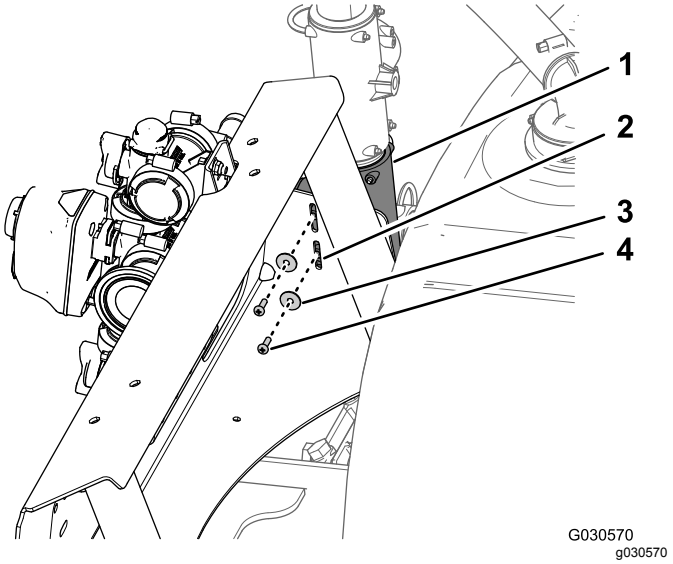

Figur 101
4. På venstre side av manifoldfestet, innrett hullene i T-stykket med sporene i manifoldfestet (Figur 101).
5. Fest T-stykket til manifoldfestet (Figur 101) med de to flathodeskruene (nr. 10 x 5/8 tomme) og de to skivene (nr. 10) som du fjernet i trinn 1 av 18 Fjerne manifoldfestet for systemet med 3-bomseksjon (side 44).